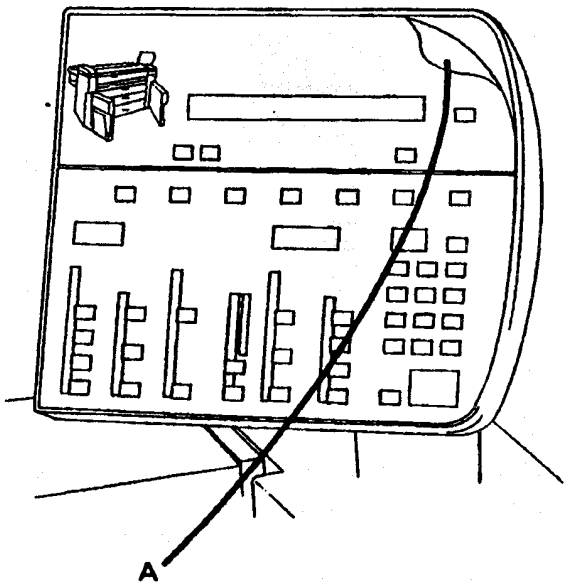

Рис. 28. Только для USO: Удалите прозрачное защитное покрытие Только для RX: Прикрепите ярлык на пульт управления
36. (Рис. 28): **Только для USO**: Удалите защитное покрытие пульта управления. **Только для RX**: Прикрепите ярлык на пульт управления.